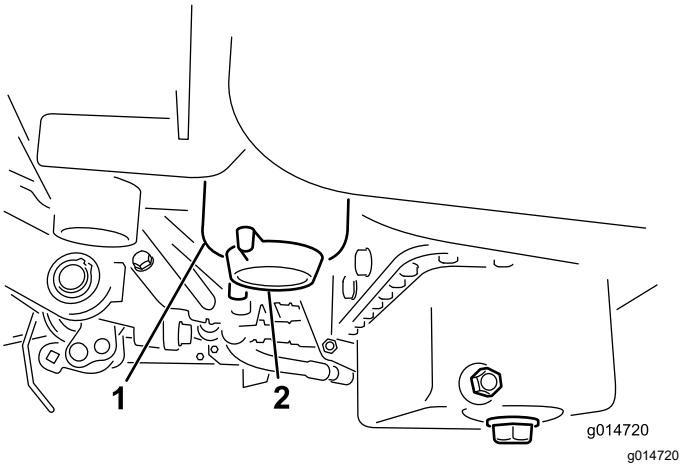

Figur 35
2. Rengjør området der filterboksen skal festes (Figur 35).
4. Åpne tappepluggen (Figur 35).